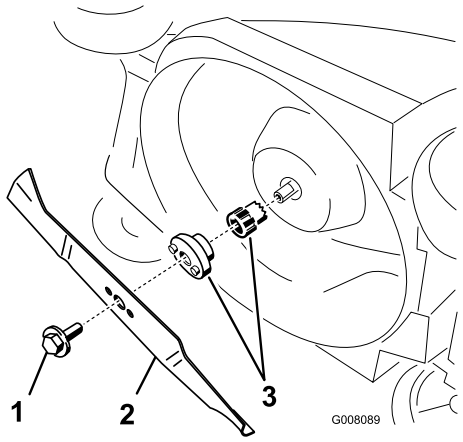

Figur 24
1. Fatta tag i knivens ände (Figur 24) med en trasa eller en tjockt vadderad handske.